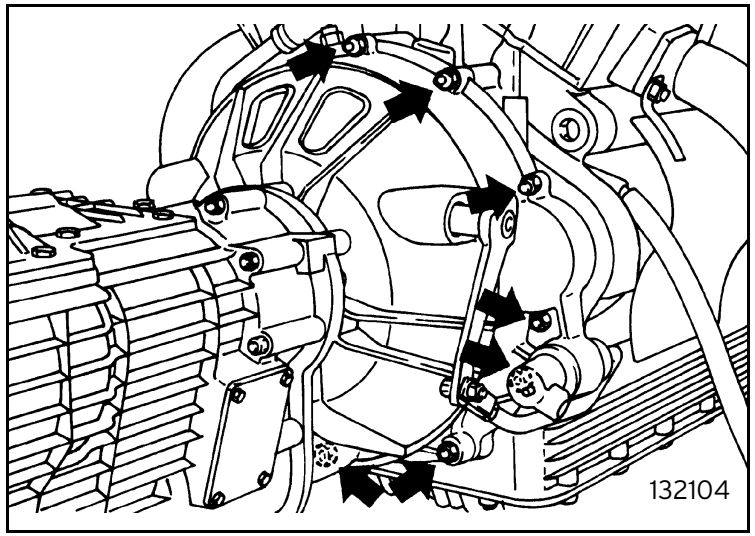

Fig. 4
- remove the securing screws between the clutch cover and engine block (figures 4 and 5);